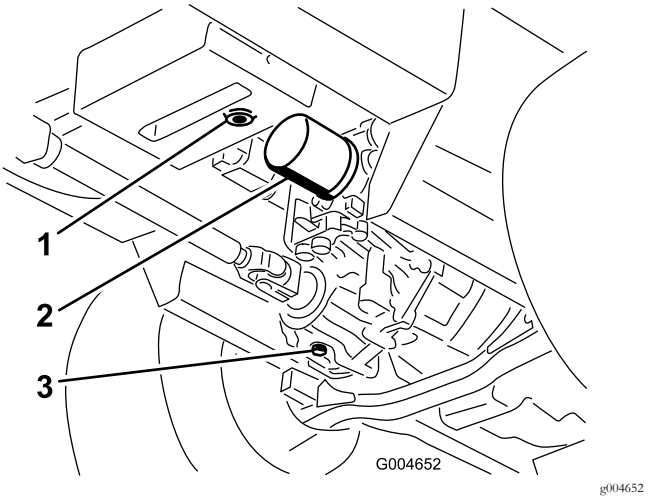

Figur 62
3. Ställ ett stort kärl under hydraultanken och transmissionslådan, lossa pluggarna och tappa ur all hydraulolja (Figur 62).
4. Rengör området runt hydraulvätskefiltret och ta loss filtret (Figur 62).